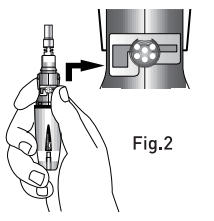

Fig.2
1. Push the **ON/OFF** lever upward and to the right, and set to **mid position.** (Fig. 2)